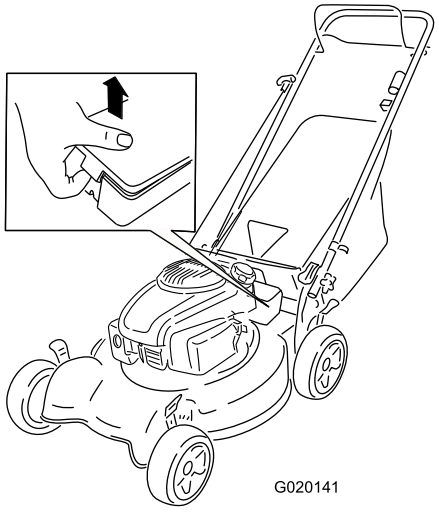

Figur 24
1. Løsne begge endene av batteriet og fjern det (Figur 24).